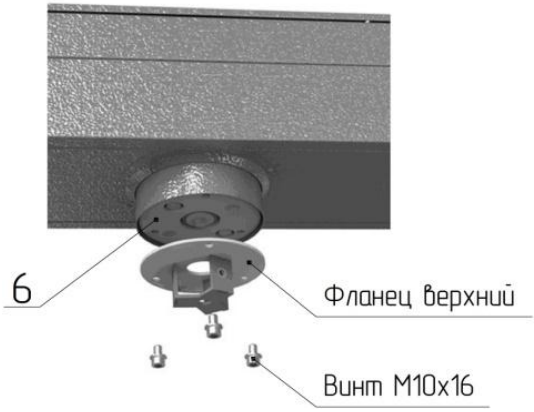
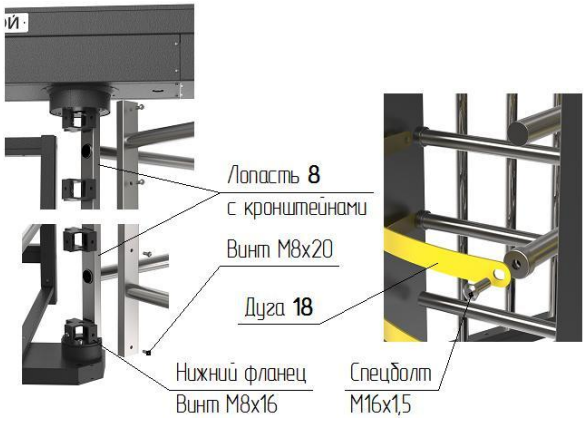

Рис. 5
Рис. 6
6.2.3. Сборка центральной стойки (рис. 5, 6):
- установите на диск муфты привода **6** (рис.5) верхний фланец центральной стойки и закрепите винтами М10х16, нижний фланец прикрепите к фланцу вала напольной плиты **7** винтами М8х16, в первую очередь установите на посадочные плоскости фланцев лопасть с внутренними кронштейнами (рис.6), расположение "верх" указано маркировкой и закрепите винтами М8 (не затягивая их);